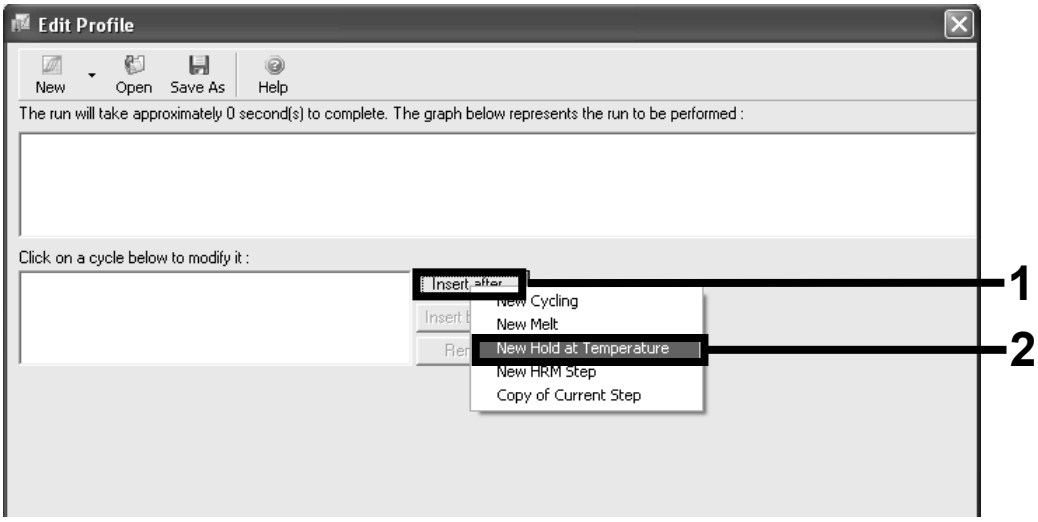

Figure 4. Initial incubation step at 95°C.
Initial activation of the hot-start enzyme	Figures 4, 5
11. **Click the "Insert after" button and select *New Hold at Temperature* (Figure 4).**